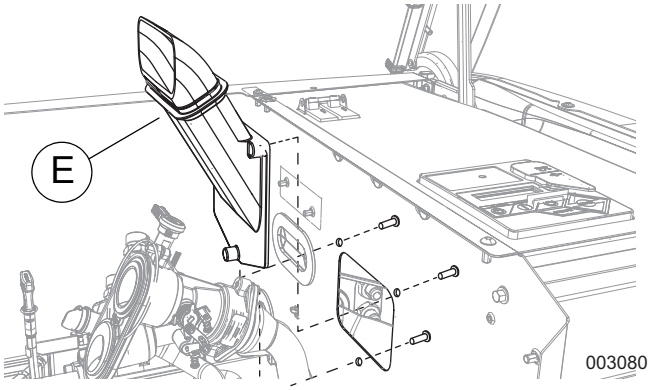

Figure 8. Retrait du col d'entrée d'air (modèles de 11 à 22 kW)
3. Voir la *Figure 8*. Retirez les trois vis de montage situées à l'arrière de la cloison du moteur pour enlever le col d'entrée d'air (E).